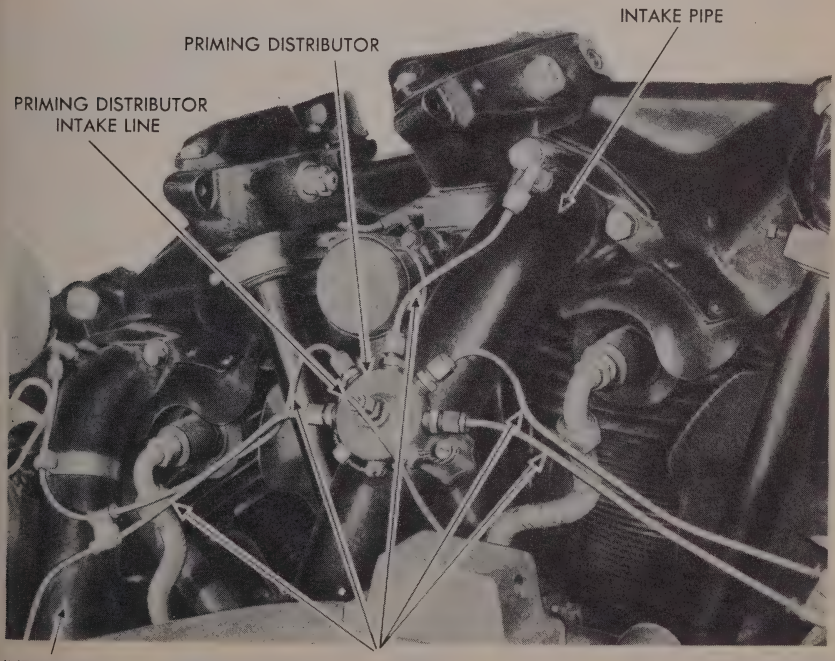

Figure 75—Priming Distributor and Lines
pipes (fig. 75). To thoroughly atomize the gasoline, pull the primer plunger out slowly and push it in quickly.
(1) Remove plunger and special nut from new or replacement primer pump and install the threaded end of the barrel through from the rear of the panel.
(2) Install plunger and special nut on panel end of pump and tighten the locking nut from the back.
(3) Connect inlet and outlet lines at the side and end of the pump.
(4) Push panel in correct position; install and tighten the nuts on the hold-down studs; then, tighten the nut on the top supporting bolt. Screw the rear plate into place.
e. Replacement of Primer Lines (fig. 75).
Broken or damaged priming lines can readily be replaced without need of special tools. Care should be taken not to dent the new lines or constrict them by making sharp bends. The intake line to the distributor can be replaced by disconnecting it at the center fitting on the distributor (3/8-in. open-end wrench) and at the flexible coupling underneath the engine. Be sure to loosen the three clips that hold the line to the engine support beam. If replacing the lines to any but the number one (top) cylinder, keep the two adjoining lines separated by means of the spacing clip (fig. 75). Shape lines so that they will not rub against projections on the engine, particularly such things as spark plug elbows and ignition harness. In replacing the inlet line to the distributor, secure the line with the three clips on the engine support beam, to protect it against vibration.